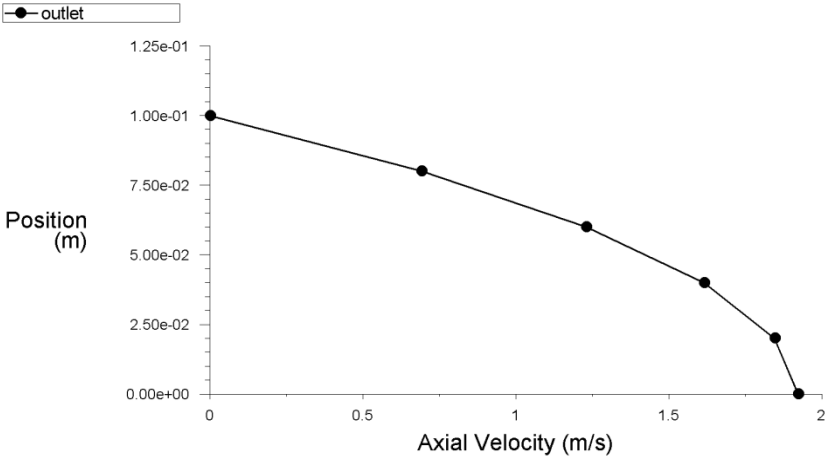

Рис. 70.
7) Нажать кнопку Apply. После чего нажать кнопку Plot в окне Solution XY Plot. В графическом окне будет изображен профиль продольной скорости на выходе из канала, рис. 70.